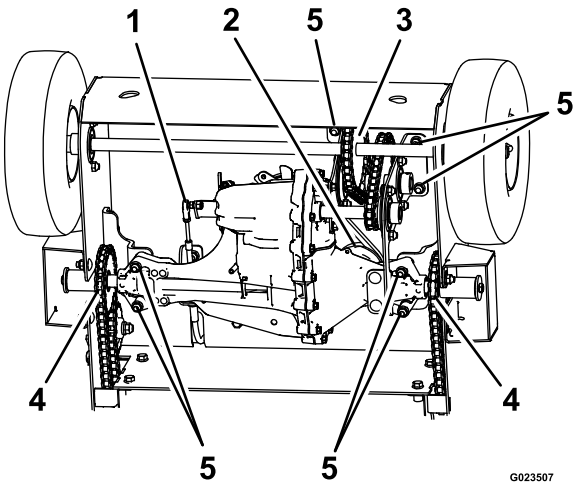

Figure 31
6. Déposez la transmission de la machine (Figure 31).